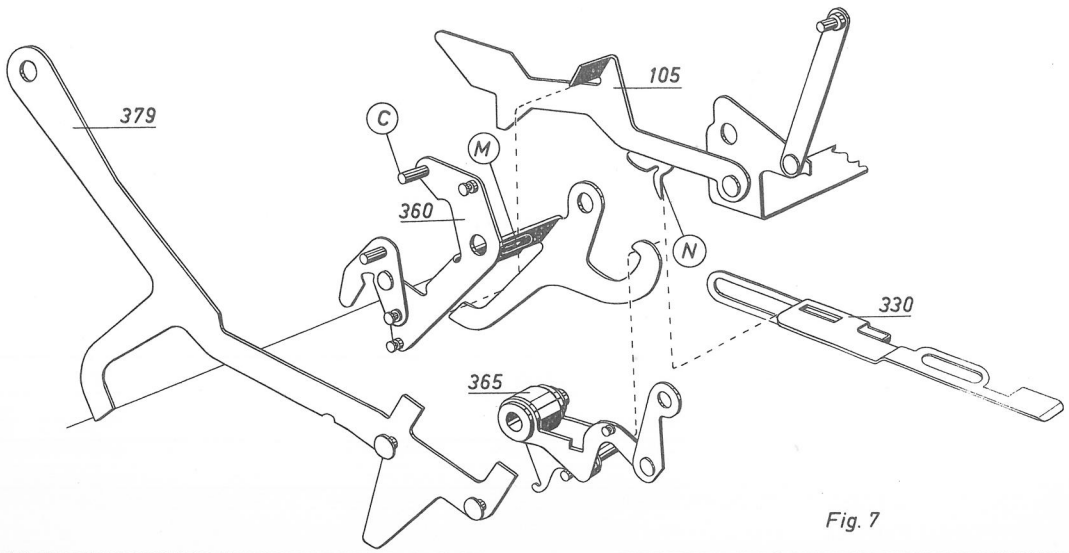

Fig. 7
und der Starthalter(360) durch Federkraft in seine Ausgangslage gezogen werden kann. Wenn der Starthalter (360) seine Ausgangslage erreicht hat,gibt er den Hebel(105,Fig.7) frei. Hebel(105) fällt herunter und bringt über die Substartbrücke die Substartkurve (365) in ihre Ausgangslage zurück. Gleichzeitig löst der Zapfen N (Fig.7) über die Zehnersprungkupplung(330) den Zehnersprung aus.